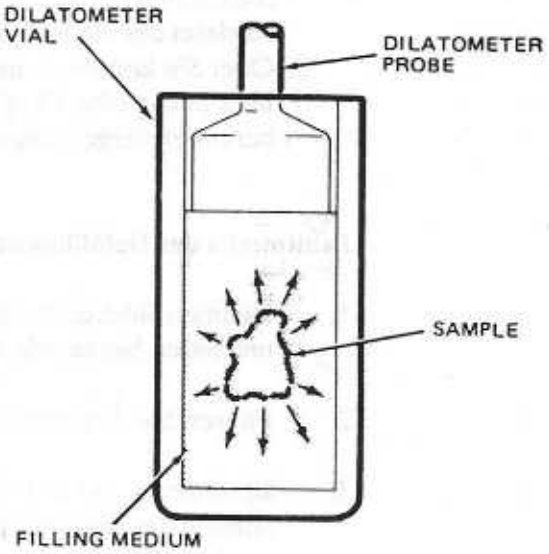

Bild 55
6. Betrachten Sie das Dilatometriegefäß von allen Seiten, um sich zu vergewissern, daß die Probe nicht sichtbar ist (s. Abb. 55).